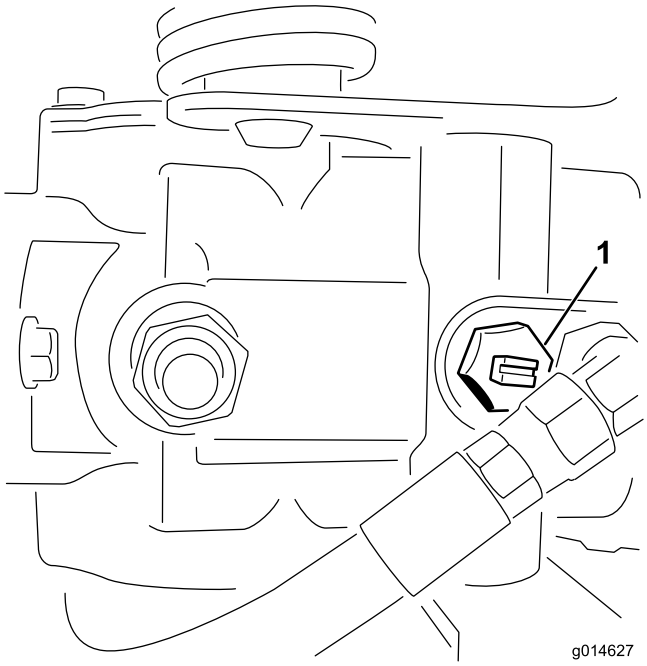

**Figur 39**
1. Lokalisera överströmningsventilen på pumpen och vrid den så att skåran är lodrät (Figur 39).
2. Stäng överströmningsventilen genom att vrida den så att skåran är vågrät (Figur 39) innan du startar motorn. Starta inte motorn när ventilen är öppen.